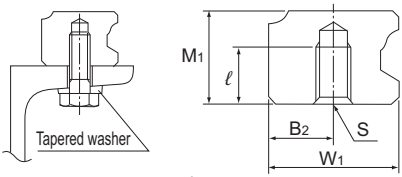

Fig.2
(1) Determine the bolt length so that a clearance of 2 to 3 mm is secured between the bolt end and the bottom of the tap (effective tap depth).
(2) As shown in Fig.2, a tapered washer is also available that allows GSR to be mounted on a section steel.
(3) For model number coding, see A1-276 to A1-277.